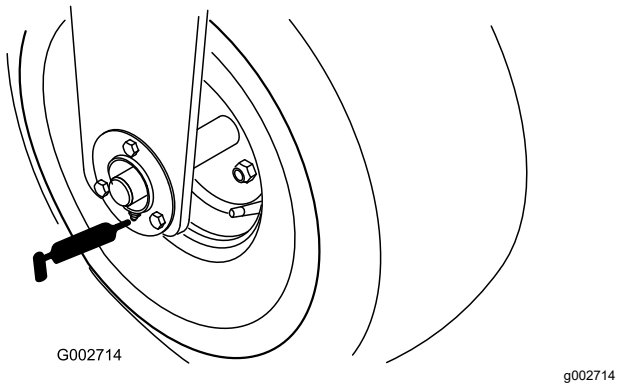

Figuur 19
- 1 lager van voorwiel (Figuur 19).